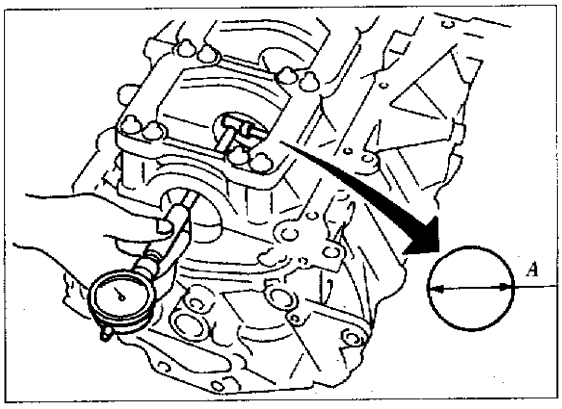

图2-9-18
②将主轴承盖和轴承支架安装在汽缸体上,按规定的顺序拧紧所有螺栓。
③见图2-9-18,测量主轴瓦内径“*A*”。